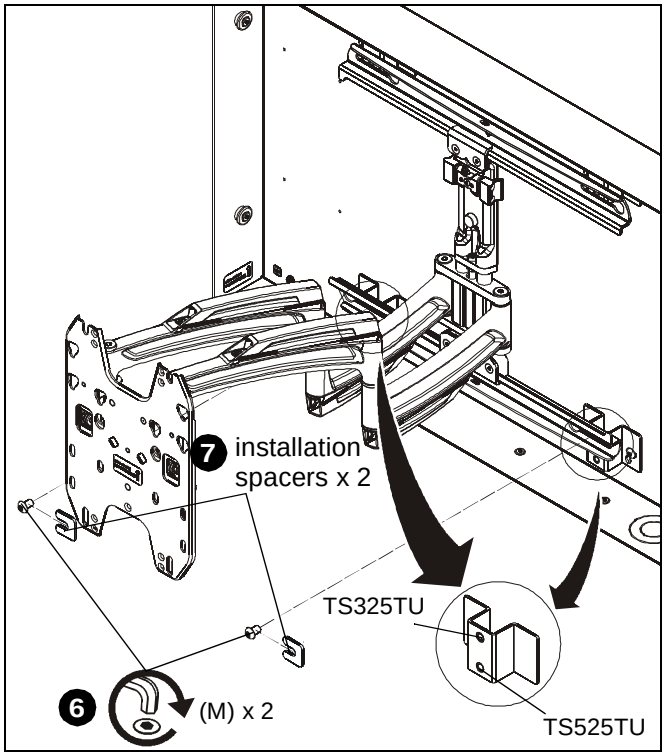
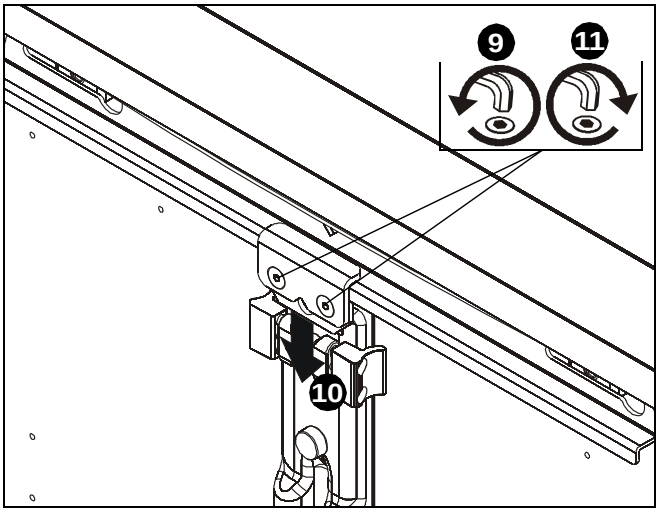

Figure 11
Figure 12
6. Use two 5/16-18 x 1/2” button head cap screws (M) to loosely attach lower wall plate of TS325TU/TS525TU assembly to lower attachment brackets (N). (See Figure 11)
IMPORTANT ! : Install to lower bracket holes for TS525TU and upper bracket holes for TS325TU. See inset on Figure 11.
7. Place two installation spacers (included with TS325TU/TS525TU) over two 5/16-18 x 1/2” button head cap screws (M). (See Figure 11)
8. Tighten two screws (M) to secure lower wall plate to lower attachment brackets.
9. Loosen flat head cap screws on upper carriage rail in order to loosen white spacer. (See Figure 12)
10. Remove white spacer from mount. (See Figure 12)
11. Tighten flat head cap screws. (See Figure 12)